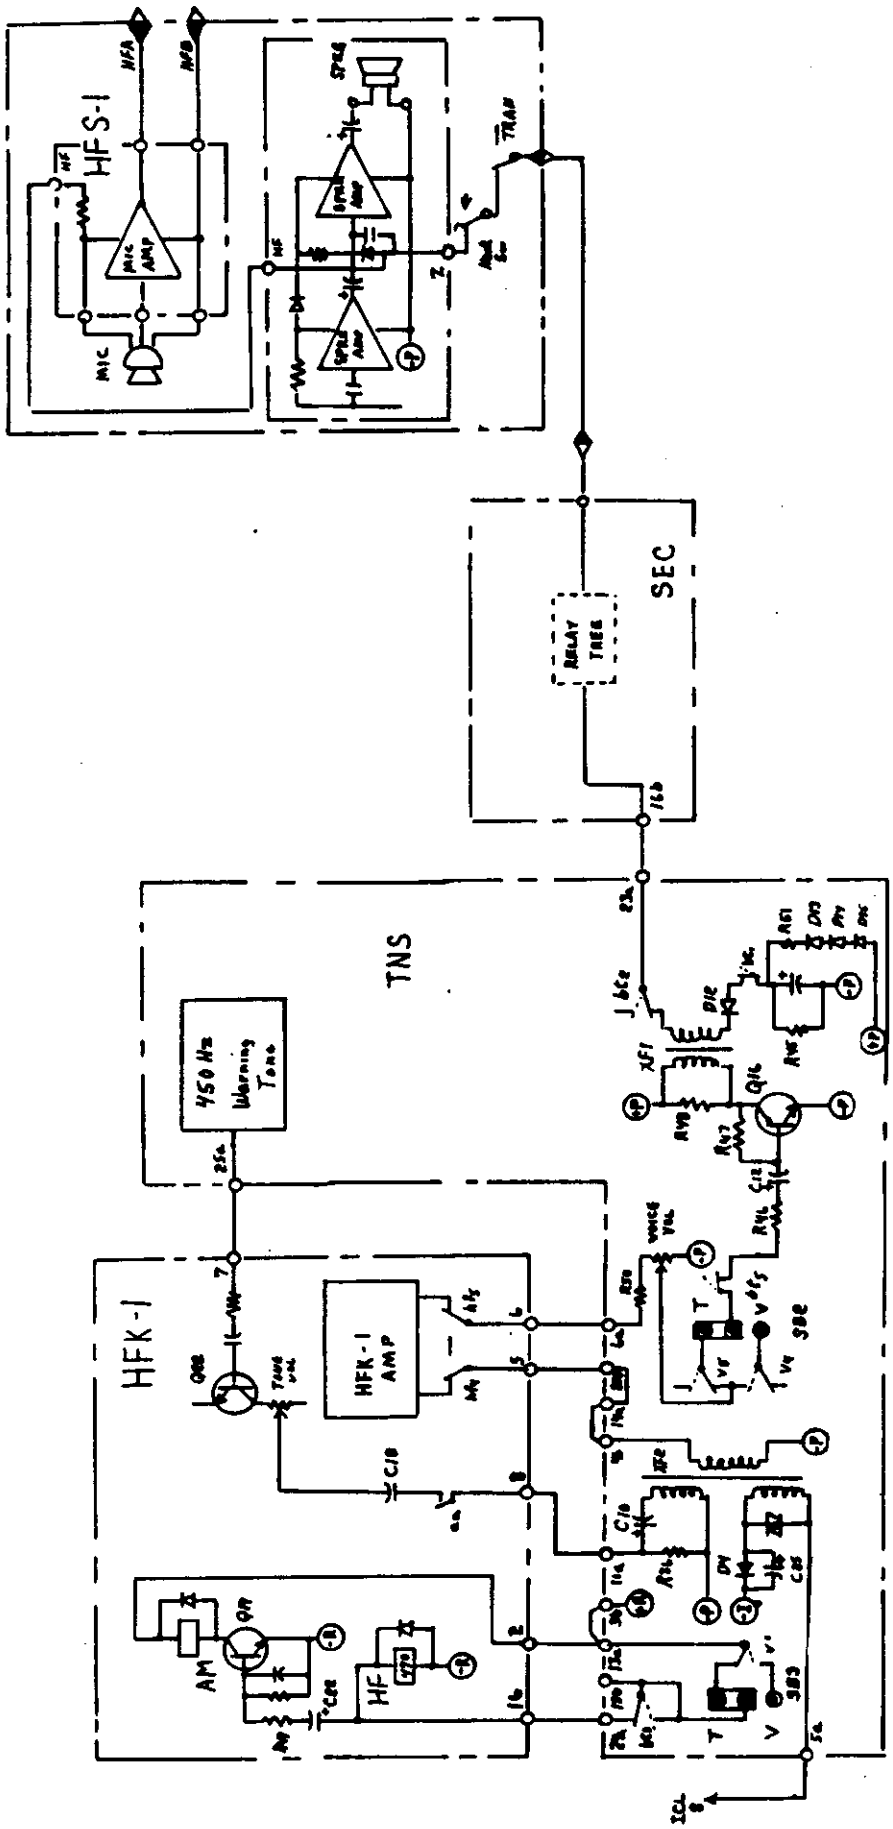

FIGURE 1 HF Voice and Tone Control Circuits
d. The 450 hz warning tone is connected to the Called Extension through TRANSFORMER XF2 on the TNS and the HFK-1 amplifier as shown in Figure 1